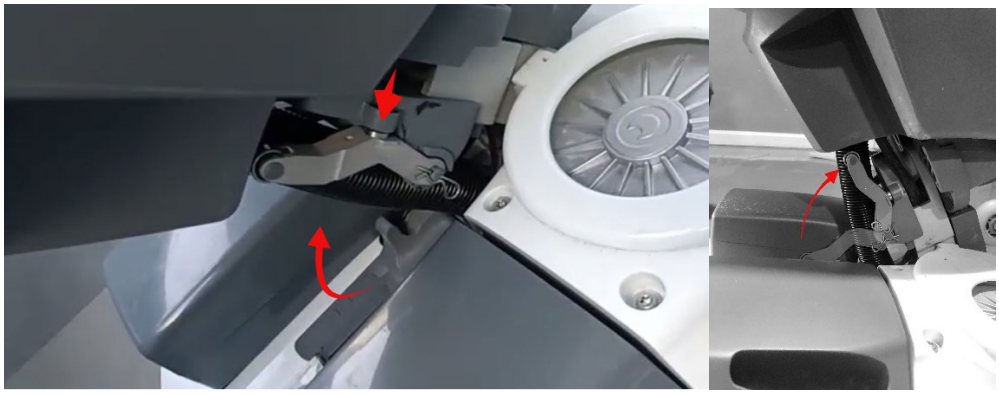

Figur 20A: Bringes tilbake i posisjon før enheten parkeres.
* Sett alltid armen tilbake i oppbevaringsposisjon før du parkerer enheten. (figur 20A).